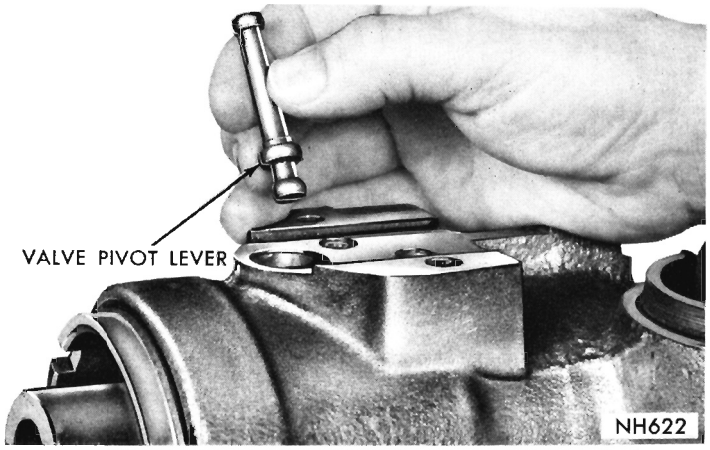

Fig. 24—Installing Valve Pivot Lever
(56) Install cover spanner nut and tighten 110 to 200 foot-pounds with Tool C-3633.
(57) Install valve pivot lever (double bearing end first) (Fig. 24) into center race and spacer through hole in steering housing so that slots in valve lever are parallel to wormshaft in order to engage the anti-rotation pin in center race. Install valve pivot lever spring small end first. **Turn worm until the piston bottoms in both directions and observe the action of the lever. It must be in the center of the hole and snap back to its center position when the worm torque is relieved.**